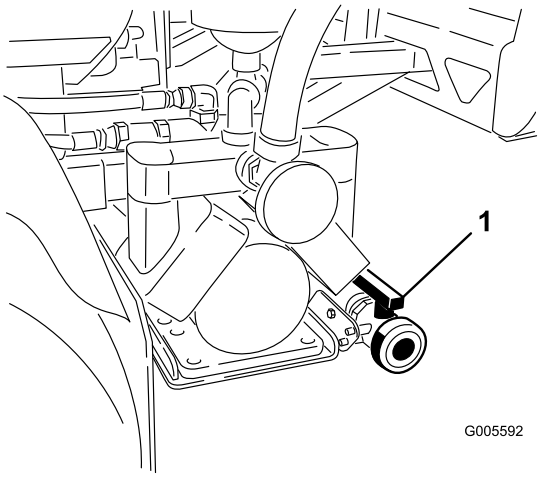

Figur 19
2. Find tankens aftapningsventil på maskinens bagside (Figur 19). Ventilen er monteret på støttebeslaget bag pumpen.